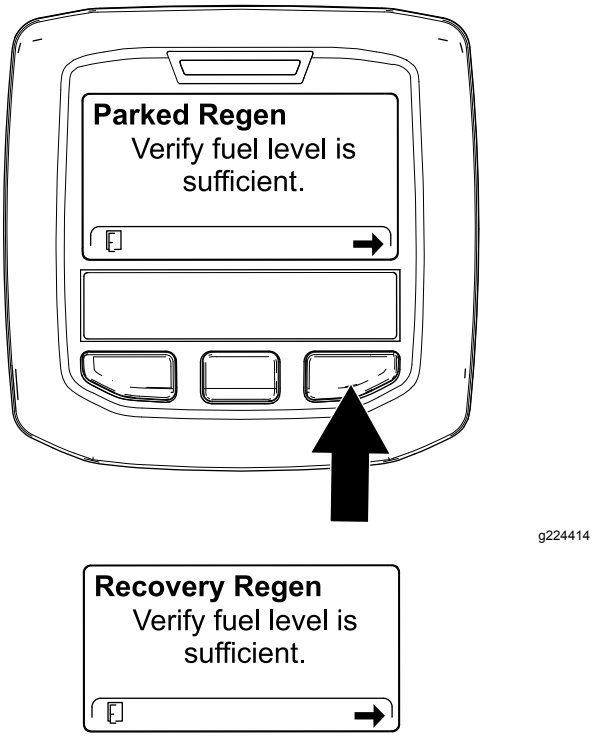

Figur 56
2. Kontrollera via skärmen KONTROLLERA BRÄNSLENIVÅ att minst en fjärdedel av tanken är fylld om du ska utföra en parkerad regenerering eller att den är minst halvfull om du ska utföra en återhämtningsregenerering och tryck sedan på högerknappen för att fortsätta (Figur 56).